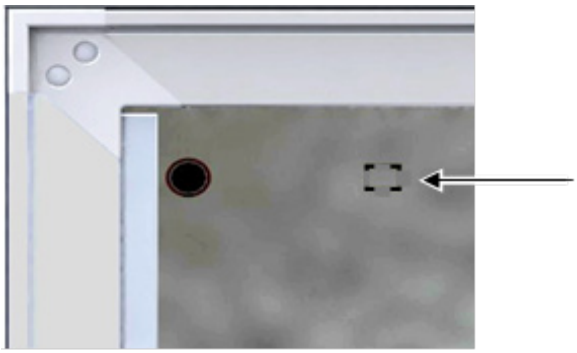

Рисунок 21: Внутренняя камера UF V (E2.1) с предварительной перфорацией порта доступа
- Выломать предварительно перфорированную прямоугольную пластину во внутренней камере (Рисунок 21) с помощью соответствующих клещей